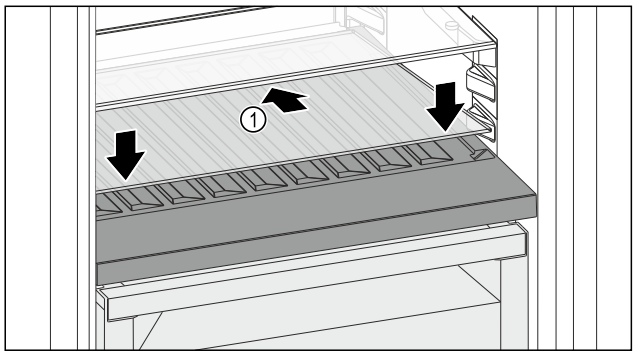

Fig. 225
▶ Place the glass shelf *Fig. 225 (1)* at an angle, sloping it downwards and backwards.
▶ Lower the glass shelf *Fig. 225 (1)* at the front.